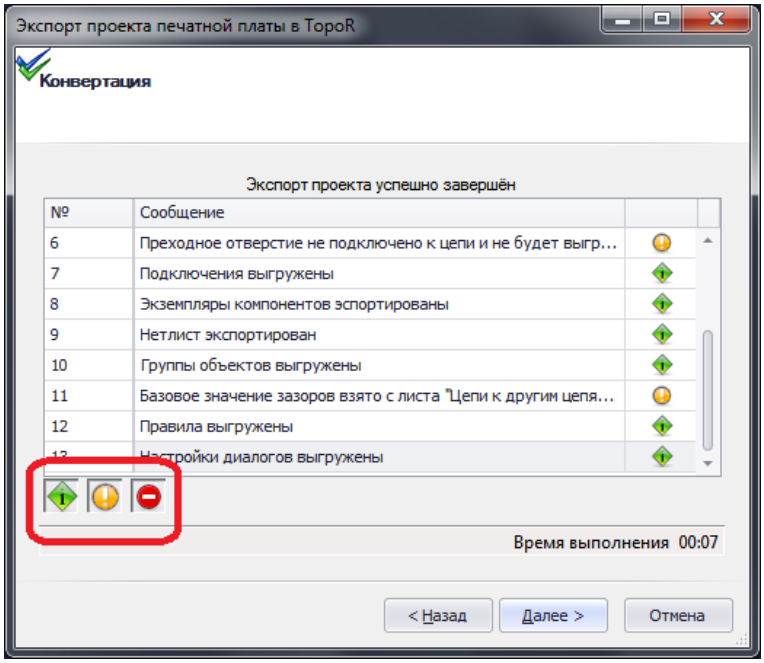

Рис. 381. Протокол экспорта
5. После завершения экспорта данных есть возможность просмотреть протокол экспорта, см. Рис. 381. При помощи кнопок, расположенных под протоколом, пользователь может фильтровать показываемые типы сообщений.